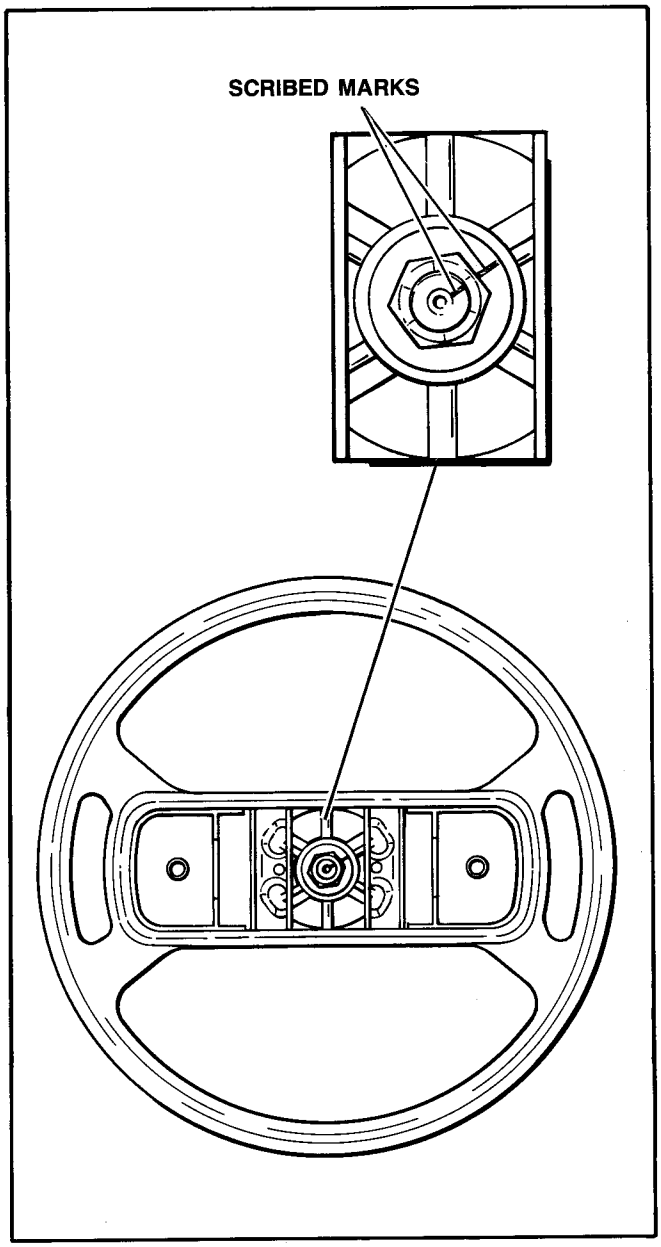

Figure 6 – Steering Wheel Removal
b. Mark steering wheel and steering shaft so steering wheel can be replaced in the exact position as originally installed. See Figure 6.